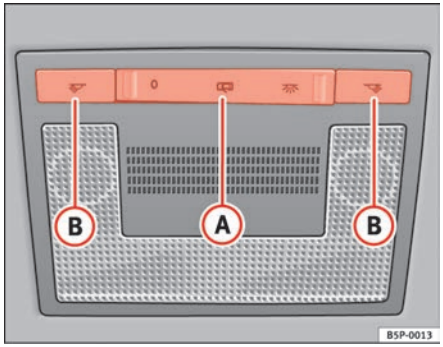

**Fig. 79 Interior roof trim: front interior lights**
The switch (A) ⇒ fig. 79 is used to select the following positions:
Push the switch to position O ⇒ page 120, fig. 79.